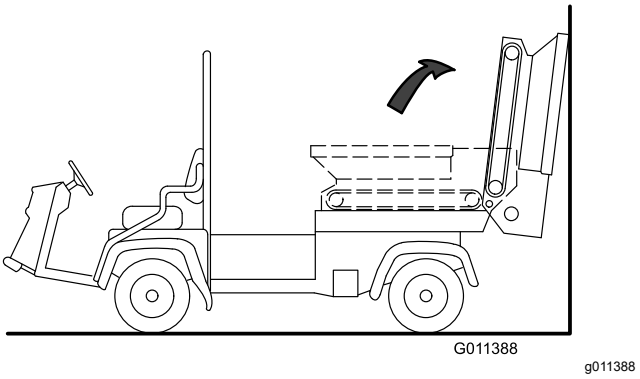

**Figur 32**
3. Vipp beholderen bakover og len den mot en vegg, stolpe, stige osv. (Figur 32).
**Sørg for at beholderen er vippet forbi midten og/eller mot en vegg eller stolpe for å forhindre at den faller ned på arbeidsområdet (Figur 32).**
3. Roter forsiktig beholderen ned på gliderammeskinnene. Se Figur 32 av Demontere skyveplanet (side 23).